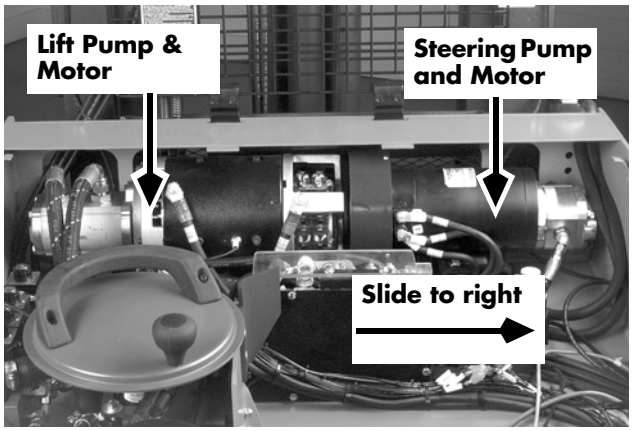

Figure 7-113: Lift Motor/Pump and Steering Motor/Pump
10. Slide the steering electric motor, pump and impeller/shroud to the right, as far as possible away from the lift motor. See Figure 7-113.